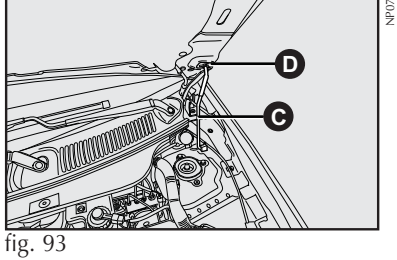

fig. 93
4) introduzir a extremidade da vareta **C** na abertura **D** do capô do motor **fig. 93**.
1) manter levantado o capô com uma mão e, com a outra, tirar a vareta **C-fig. 93** da abertura **D** e repô-la no seu dispositivo de bloqueio;